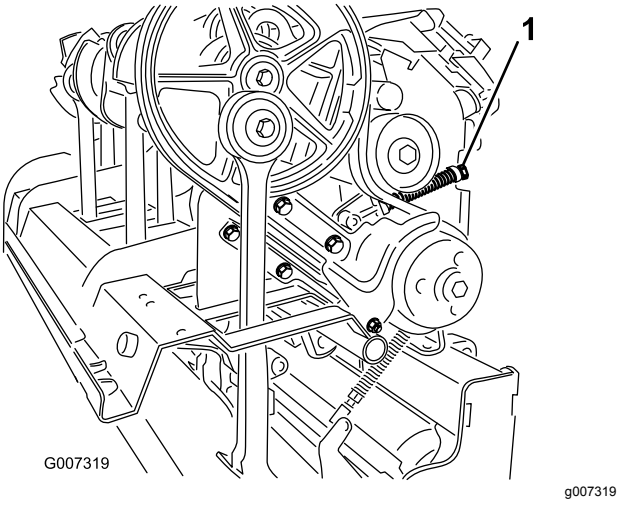

**Figur 38**
4. Frigör mellandrevfjäderns spänning genom att lossa låsmuttern som håller fast fjäderhållaren (Figur 38) och vrida fjäderhållaren.